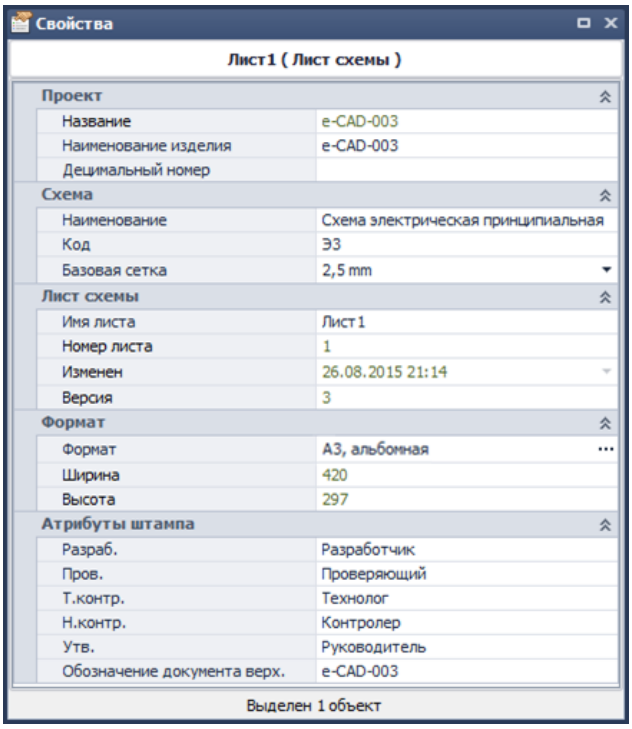

Рис. 395. Свойства листов схемы
Лист схемы обладает следующими свойствами (панель «Свойства» представлена на Рис. 395):
- Атрибуты штампа – текст, который будет помещен в соответствующие графы основной надписи, раздел «Атрибуты штампа». Состав атрибутов определяется штампом листа, например, на Рис. 395, представлены атрибуты для листа с штампом по ГОСТ.